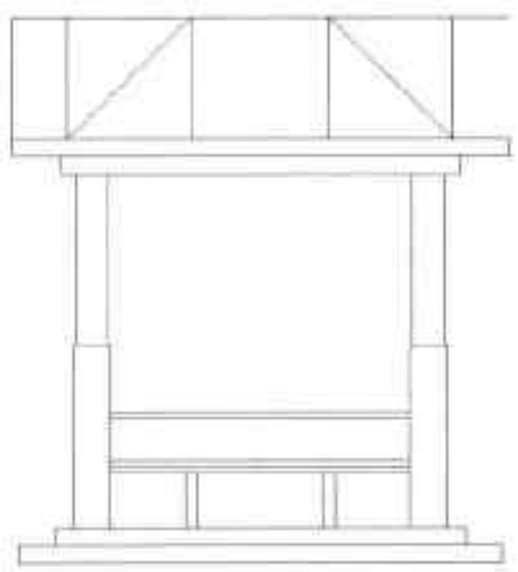

图20-25 绘制斜线
Step 13 执行“直线”命令，绘制两条斜线，如图 20-25 所示。